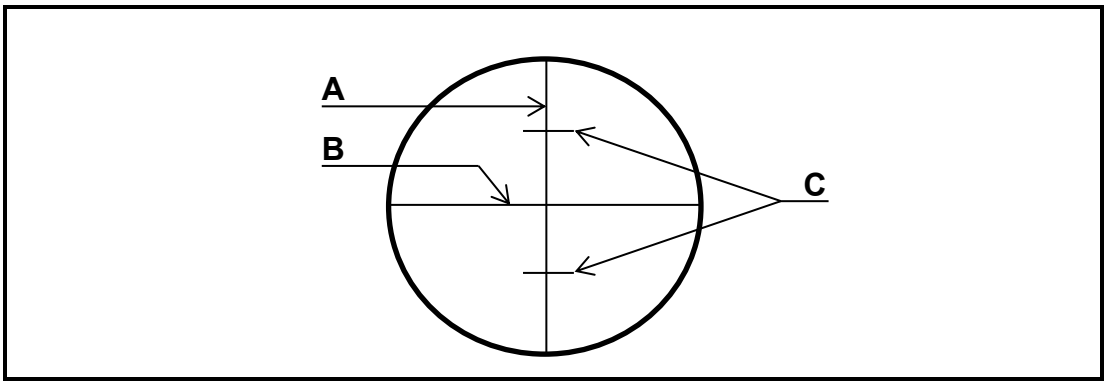

FIGURE 2.8
2.8 Identify the cross hairs **A** to **C** in the telescope of the dumpy level in FIGURE 2.8.